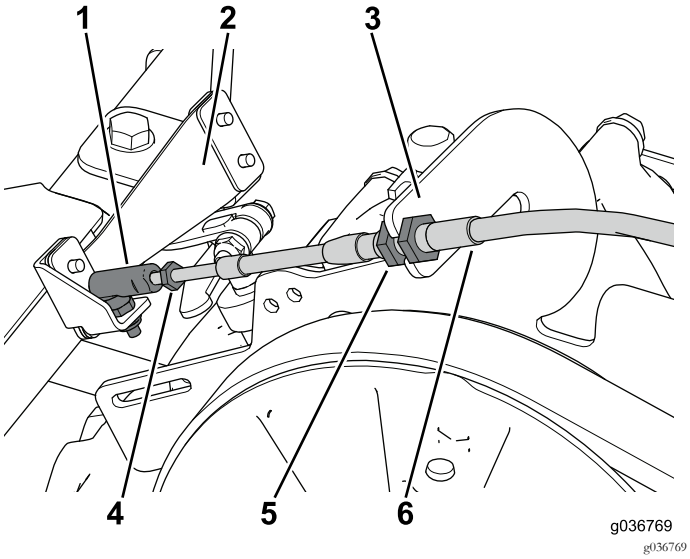

Рисунок 35
2. Наверните соединитель с шаровым шарниром в сборе на трос переключения передач и закрепите его на рычаге переключения передач в сборе (Рисунок 35).